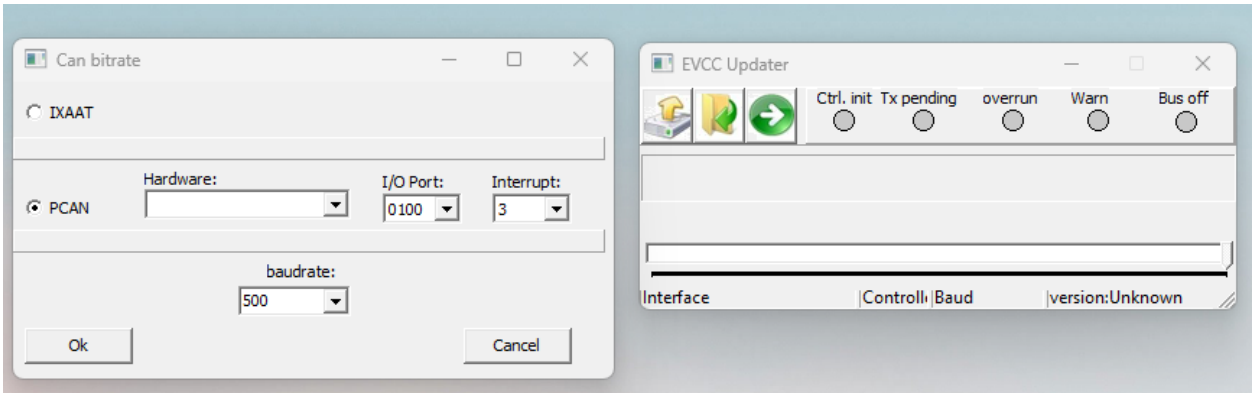

Рисунок 2. Внешний вид ПО осуществляющего загрузку прошивки - evcc_can_update.exe
- запустить ПО - evcc_can_update.exe (Рисунок 2);